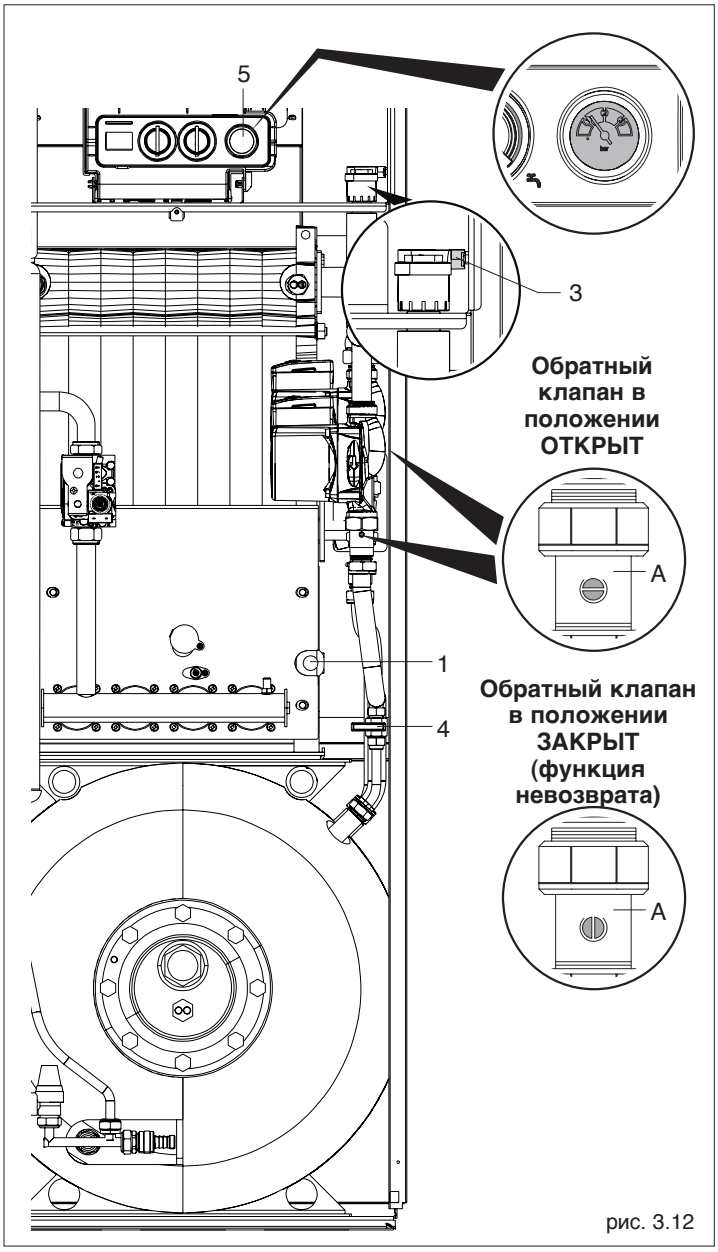

рис. 3.12
- Перед заполнением с системы убедитесь в том, что кран слива воды из системы закрыт (1) рис 3.11.
- Убедитесь в том, что открыты обратные клапаны (A) рис. 3.12, т.к. это упрощает заполнение системы (шлиц на винте должен быть повёрнут перпендикулярно направлению потока);
- Ослабьте заглушку автоматического автовоздушника (3) рис 3.12, чтобы ускорить удаление воздуха из системы;
- Откройте подпиточный кран заполнения системы (4) и медленно заполняйте систему, пока манометр (5) в холодном состоянии не дойдет до значения 1,5 бар;
- Закройте подпиточный кран заполнения системы (4) и снова закрутите заглушку автовоздушника (3).
- Закройте обратные клапаны (A) (шлиц на винте должен быть повёрнут горизонтально, в направлении потока);